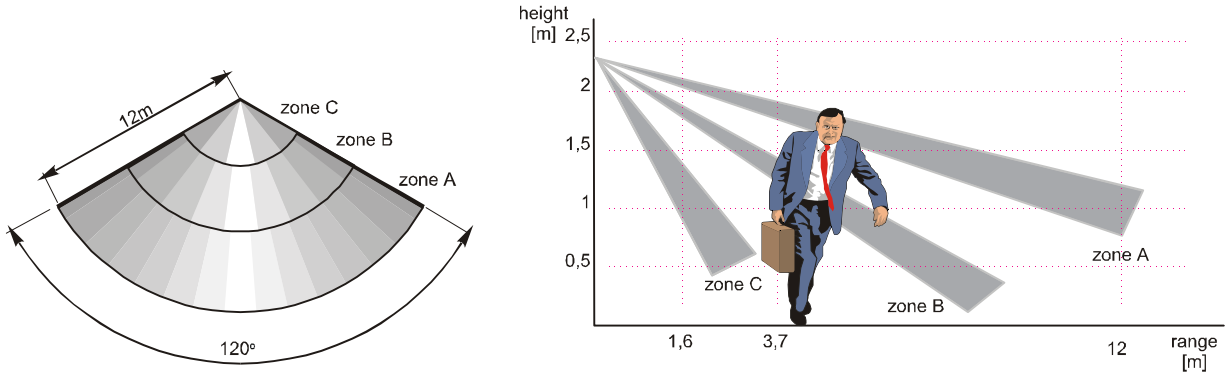

**fig. 11**
By using the provided bracket, the JA-60P detector can be installed on the wall or in a corner. The recommended installation height is from 2 to 2.5 meters above the floor. The detector's coverage area is up to 12 meters and it has a detection angle of 120° (see fig. 11). Do not place the detector close to any heating/cooling vents or near any other object that often changes temperature. The JA-60P should not be placed near any item that generates a strong electromagnetic signal (transmitters, electronic regulators etc.). Avoid locations that have intense air circulation.
- Confirm that the detector covers the protected area as you expected (see diagram in fig. 11). If you need another coverage pattern (long corridor, pet zone), you can get an optional detector lens from your distributor.